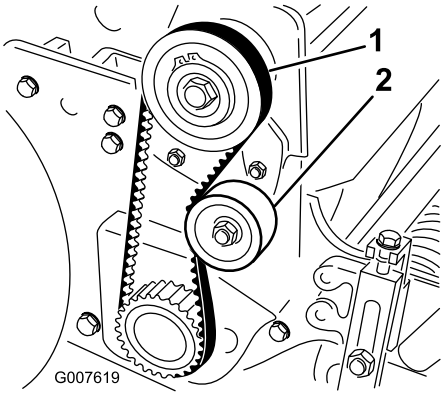

Figuur 36
2. Controleer de spanning door de riem midden tussen de poelies (Figuur 36) in te drukken met een kracht van ongeveer 2 kg (18 tot 22 N). De riem moet een speling van 6 mm hebben.
A. Maak de montagemoer van de spanpoelie los en draai de spanpoelie rechtsom tegen de achterzijde van de riem totdat de riem de vereiste spanning heeft (Figuur 36).